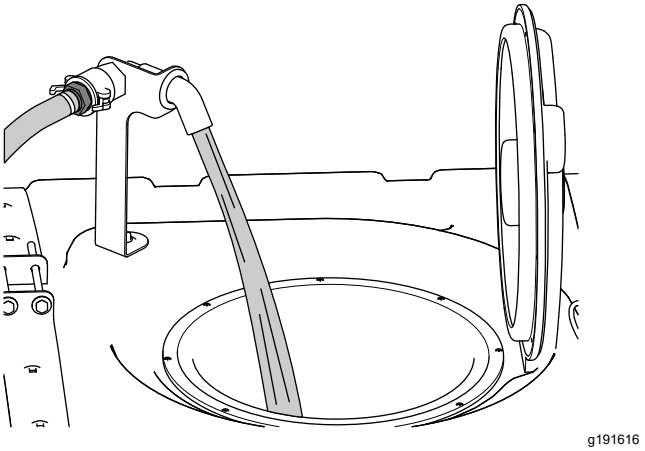

Bild 25
5. Füllen Sie Dreiviertel der benötigten Wassermenge in den Sprühbehälter (Bild 25).